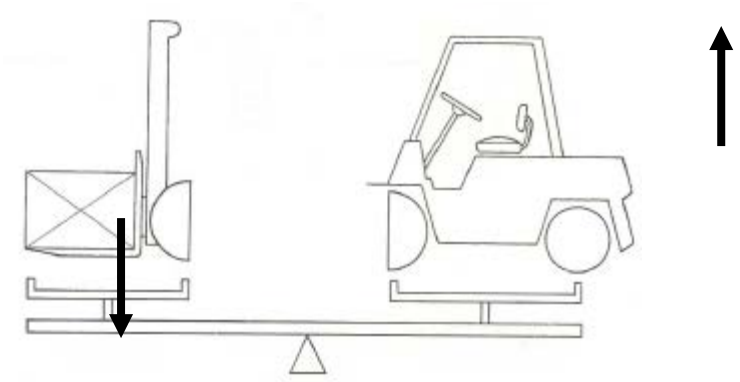

Рис. 4.2 Уравновешивание погрузчика с грузом
• Если вес груза не уравновешен, задние колеса могут оторваться от опорной поверхности. Это очень опасно, так как погрузчик может опрокинуться рис. 4.2